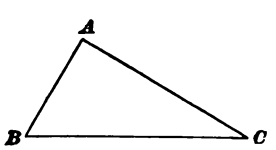

FIG. 25.
55. In any triangle the sum of the three angles equals two right angles, or 180°. Thus, in Fig. 25, the sum of the angles *A*, *B*, and *C* equals two right angles, or 180°. Hence, if any two angles of a triangle are given and it is required to find the third angle: